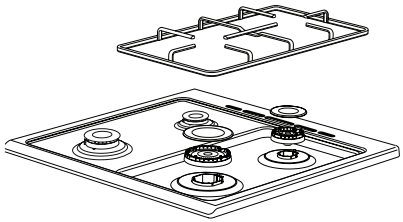

Figura 1
1. Sollevare la griglia, il coperchio del bruciatore e il bruciatore del prodotto in modo che l'iniettore sia visibile. (vedi figura 1)